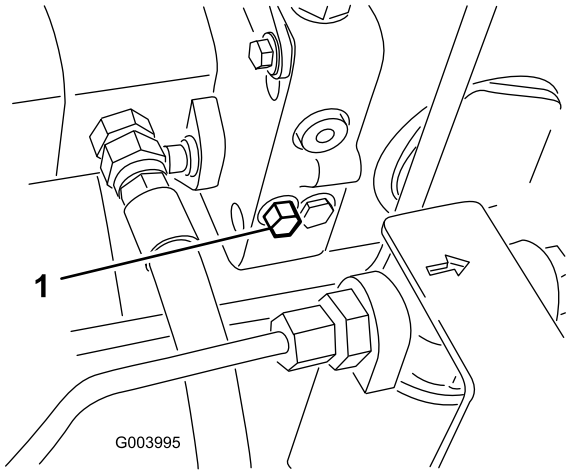

Figura 41
1. Gire el perno de la válvula de desvío una vuelta y media para abrirla y dejar pasar el aceite internamente (Figura 41).